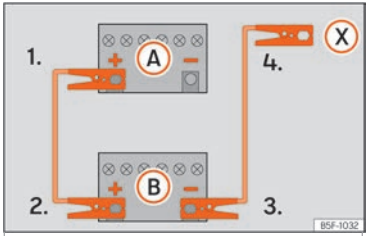

Fig. 60 Diagram of connections for vehicles without Start Stop system
2. Connect one end of the *red* jump lead to the positive (+) terminal of the vehicle with the flat battery (A) ››› **Fig. 60**.
3. Connect the other end of the *red* jump lead to the positive terminal (+) in the vehicle providing assistance (B).
4a. *In vehicles without a Start-Stop system:* connect one end of the *black* jump lead to the negative terminal (−) of the vehicle providing the current (B) ››› **Fig. 60**.